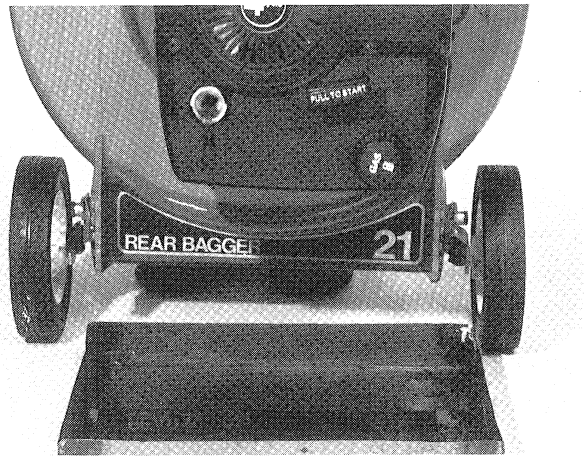

Figure 30
4. Tip mower forward so all oil drains out filler neck and into drain pan (Fig. 30).